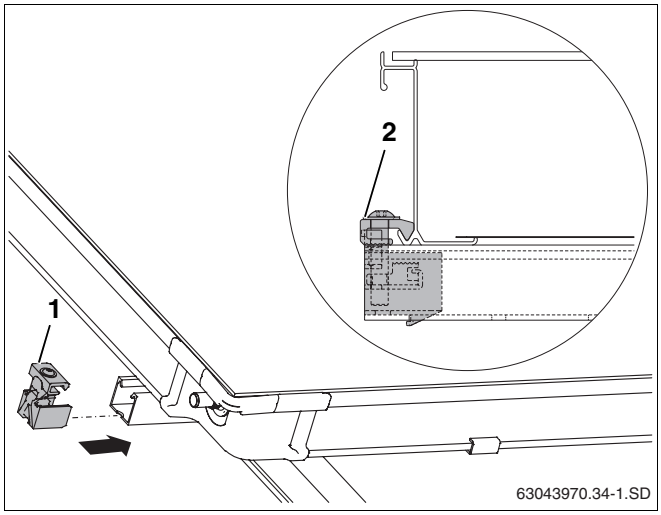

Abb. 52 Einseitiger Kollektorspanner links
- Einseitige Kollektorspanner (Abb. 52, **Pos. 1**) in obere und untere Profilschiene schieben.
- Kollektorspanner bis an den Kollektorrahmen schieben und mit Schlüssel SW5 verschrauben (Abb. 52, **Pos. 2**).
Der Niederhalter (Abb. 52, **Pos. 2**) des Kollektorspanners greift jetzt in die untere Kollektorkante.